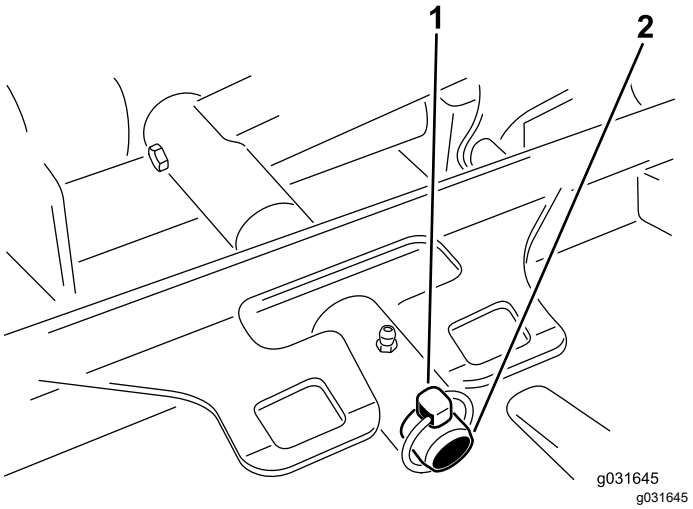

Figura 70
3. Retire o pino de sujeição ou a porca de bloqueio que fixa estrutura de suporte da unidade de corte ao pino de articulação do braço de elevação (Figura 70).
3. Deslize a estrutura de suporte da unidade de corte para o pino da articulação do braço de elevação e prenda-a com o pino de sujeição ou a porca de retenção (Figura 70).